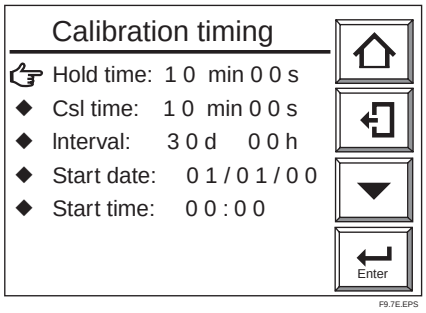

Figure 9.7 “Calibration Timing” Display
(1) Select the “Calibration timing” display. A panel display as shown in Figure 9.7 appears.
(2) Select each item for the calibration to display the numeric-data entry display. Enter the desired numeric values for the calibration.